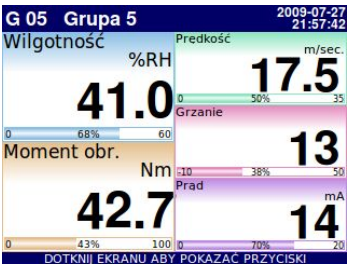

*Rys. 6.9. Przykład trybu prezentacji **Wartości numeryczne***
- wartości numeryczne **Rys. 6.9**